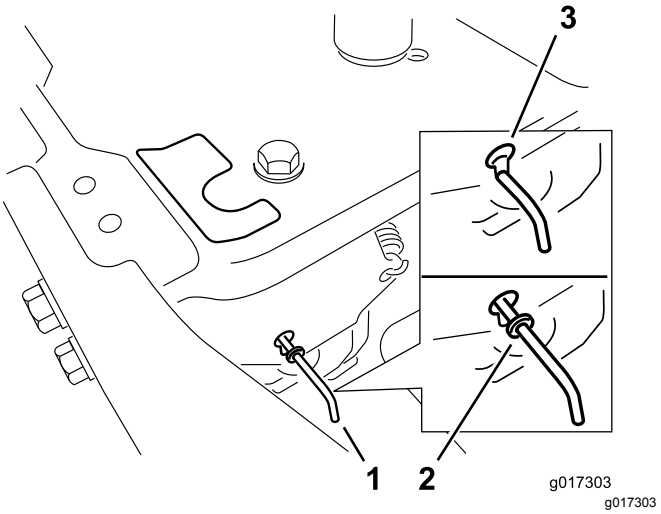

**Figur 22**
4. Flyt omløbshåndtagene fremad gennem nøglehullet og nedad for at låse dem på plads (Figur 22).
Flyt omløbshåndtagene bagud gennem nøglehullet og nedad for at låse dem på plads som vist i Figur 22.